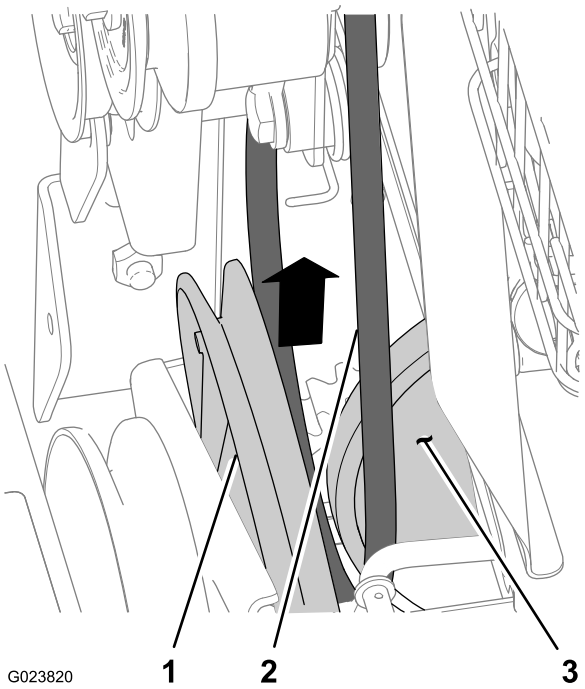

Figur 43
6. Skyd traktionsremmen ud af rillen på traktionsremskiven og op mellem remskiven og friktionshjulet (Figur 43).
1. Ret traktionsremmen ind mellem friktionshjul og traktionsremskiven (Figur 43).